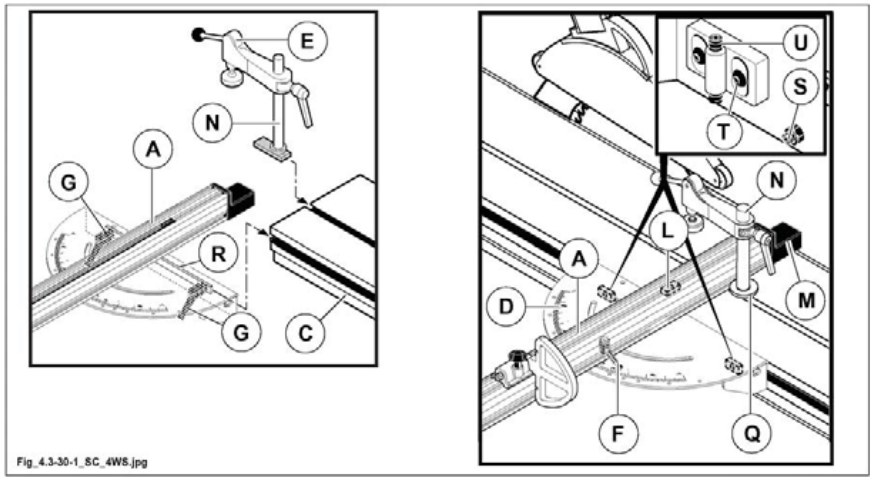

Abb. 4.3-30-1
1) Die Säule (N Abb. 4.3-30-1) mit dem Andrücker (E Abb. 4.3-30-1) in die Rille des Schlittenwagens (C Abb. 4.3-30-1) einsetzen.
2) Schienengruppe (A Abb. 4.3-30-1) durch Einsetzen der Stelleiste (R Abb. 4.3-30-1) n die Rille des Waggons (C Abb. 4.3-30-1) montieren.
3) Die Hebel (G Abb. 4.3-30-1) festziehen.
4) Henkel (F Abb. 4.3-30-1) lösen.
5) Zeilengruppe im richtigen Abstand vom Sägeblatt positionieren; in 90°-Stellung die Zeilengruppe gegen die Führungsleiste (L Abb. 4.3-30-1) zum Anschlag bringen; die Führungsleiste (L Abb. 4.3-30-1) wurde von unseren Technikern ausgerichtet und dient zum schnellen Positionieren der Zeilengruppe im richtigen Abstand vom Sägeblatt.
6) Für die Ausführung von Winkelschnitten das Linienaggregat (A Abb. 4.3-30-1) drehen, dabei ist die Skala (D Abb. 4.3-30-1) Bezugspunkt.
7) Blockieren durch Festziehen der Henkel (F Abb. 4.3-30-1).
8) Andrücker gegen die Zeilengruppe positionieren und sich vergewissern, dass die Rosette (Q Abb. 4.3-30-1) in die Rille eingeführt ist.
9) Säule (N Abb. 4.3-30-1) im Uhrzeigersinn drehen, um diese zu blockieren.
- lockern Sie die Hebel (G Abb. 4.3-30-1);
- betätigen Sie die Madenschrauben (S Abb. 4.3-30-1), um die Parallelität zum Schiebetisch zu regulieren;
- lockern Sie die Schrauben (T Abb. 4.3-30-1) und betätigen Sie die Madenschrauben (U Abb. 4.3-30-1), um die Höhe einzustellen.
Wenn der Splitterschutz (M Abb. 4.3-30-1) abgenutzt ist, diesen an das Sägeblatt annähern, indem man auf die Blockierschrauben wirkt.